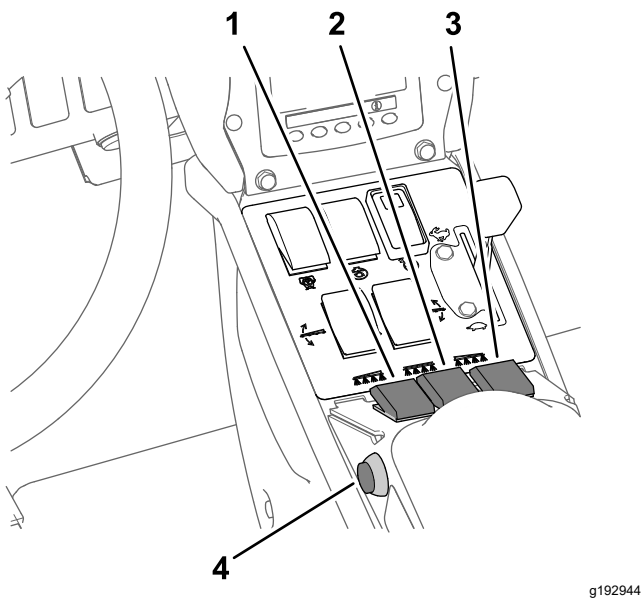

**Figur 39**
7. Slå PÅ omkopplarna för sprutsektionerna (Figur 39).
10. Kör i önskad hastighet och slå PÅ huvudsektionsomkopplaren för att börja spruta (Figur 39).
3. Stäng AV huvudsektionsomkopplaren. Se Figur 39 i Spridning i spruthastighetsläget (sida 36).
7. Slå PÅ de enskilda sektionsomkopplarna (efter behov). Se Figur 39 i Spridning i spruthastighetsläget (sida 36).
9. Kör i önskad hastighet och slå PÅ huvudsektionsomkopplaren för att börja spruta. Se Figur 39 i Spridning i spruthastighetsläget (sida 36).